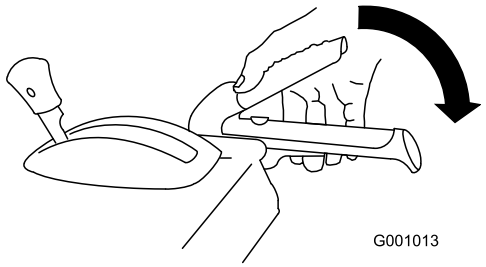

Figur 15
3. Aktiver børsten ved å klemme høyre børstespak langsomt mot håndtaket (Figur 15).